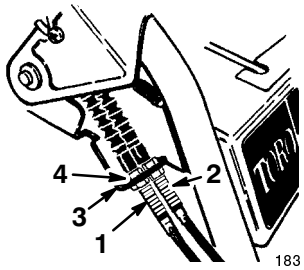

Figure 27
A. Loosen the upper jam nut that secures the auger/impeller cable to the mounting bracket (Fig. 27).
8. On the control cable which corresponds to the belt being replaced, loosen the jam nuts that secures the cable to the bracket (Fig. 27).